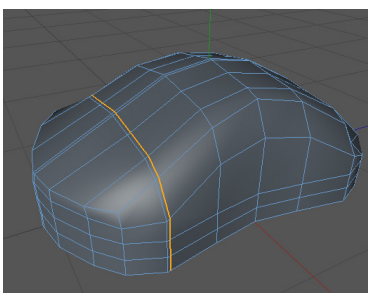

***Figure 3-53** A new edge added to Computer mouse*
4. Again, create three new edge loops using the **Loop/Path Cut** tool, refer to Figures 3-53 and 3-54.